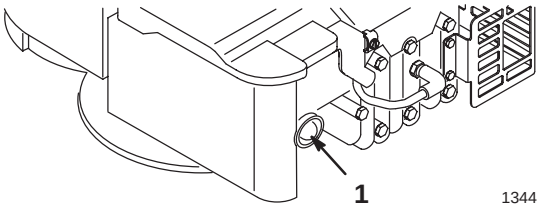

Bild 9
2. Drücken Sie die Starthilfe dreimal, wobei Sie zwischen jedem Drücken eine Sekunde verstreichen lassen sollten (Bild 9).